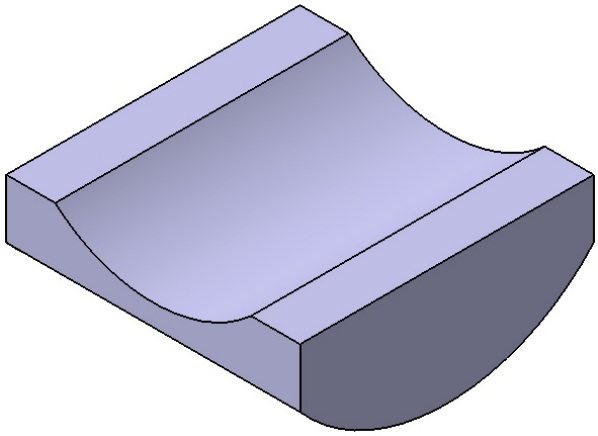

Figure 7-33 *The model after creating the second feature*
3. Invoke the **Pocket Definition** dialog box. In this dialog box, select the **Up to last** option from the **Type** drop-down list and choose the **OK** button; the second feature is created. The model after creating the second feature is shown in Figure 7-33.